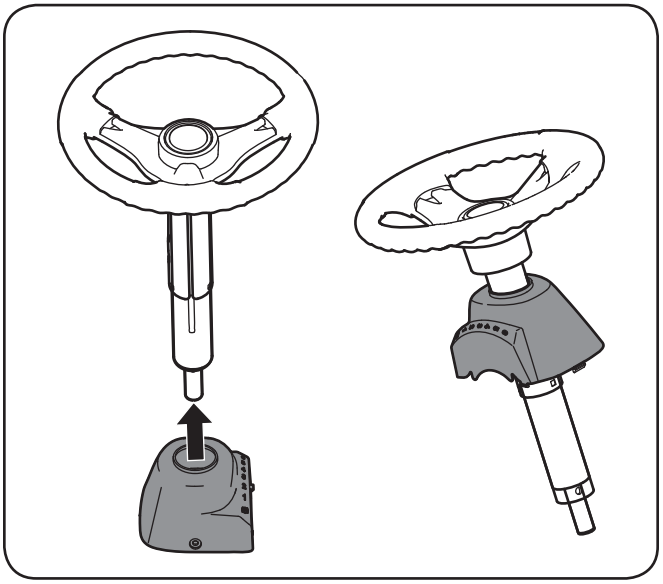

Figure 3-1
1. Faites glisser le capuchon sur la colonne de direction de façon que, lorsque l'arbre de direction est installé sur le tracteur, le capuchon se présente comme ci-dessous. Voir la Figure 3-1.